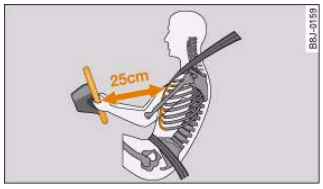

Fig. 173 Minimum distance between driver and steering wheel
– Adjust the steering wheel so there is a distance of at least 25 cm between the steering wheel and your breastbone ⇒ fig. 173.
- **Adjust the driver's seat so there is a distance of at least 25 cm between your breastbone and the centre of the steering wheel ⇒ fig. 173.**